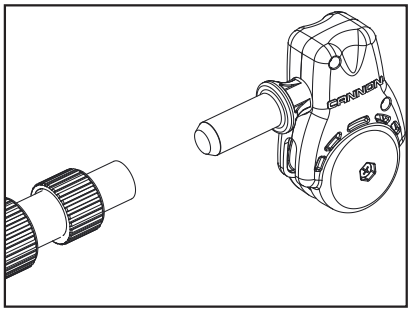

Figure 9
1. Localisez l'assemblage de la tête pivotante et insérez le poteau de l'extrémité du bras dans l'extrémité du petit tube de l'assemblage du bras. (Figure 9)